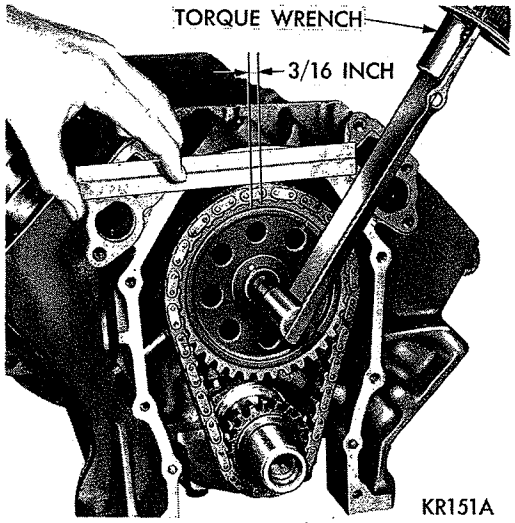

*Fig. 24—Measuring Chain Stretch*
(1) Place a scale next to the timing chain so any movement of the chain may be measured.
(2) Place a torque wrench and socket over camshaft sprocket attaching bolt and apply torque in the direction of crankshaft rotation to take up slack; 30 foot-pound (with cylinder heads installed) or 15 foot-pounds (cylinder heads removed).
(3) Holding a scale with dimensional reading even with edge of a chain link, apply torque in the reverse direction 30 foot-pounds (with cylinder heads installed) or 15 foot-pounds (cylinder heads removed), and note amount of chain movement (Fig. 24).
(4) Install a new timing chain, if its movement exceeds 3/16 inch.